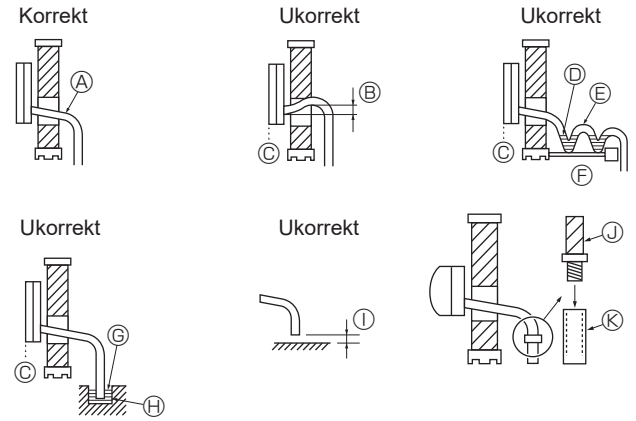

Fig. 5-1
5.1. Føring af drænrør (Fig. 5-1)